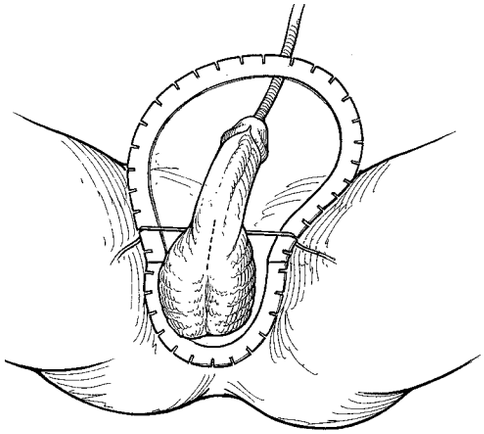

Figure 4-2. Penoscrotal: Identify Incision Site
- When using the SKW retractor, place the ring retractor on the patient with the large ring toward the patient's head (cephalad) and the smaller ring towards the patient's feet (caudal). **(Figure 4-2)**.
- While holding the incision on the penis, place hooks at 1, 5, 7, 11, 3 & 9 o'clock (**Figure 4-2**).